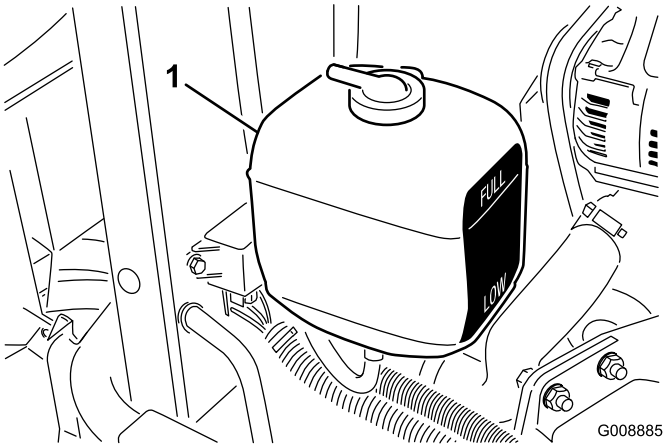

Figur 28
1. Kontrollera kylvätskenivån i expansionstanken (Figur 28). När motorn är kall bör kylmedelnivån ligga halvvägs mellan markeringarna på sidan av tanken.